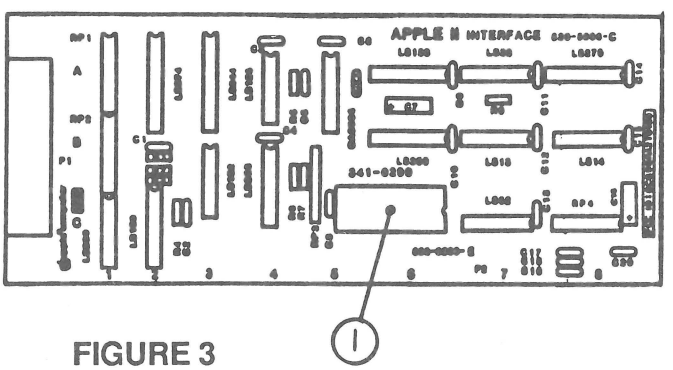

FIGURE 3
6.5 Logic Board (Figure 3)
APPLE /// and APPLE /// PLUS - LOGIC BOARD (Figure 3)